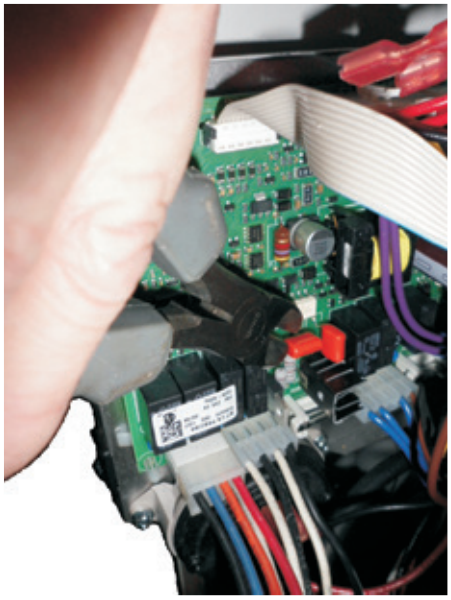

Figure 10
13. Use the side cutters to carefully cut the legs and remove the capacitor marked C15 from the control board. **See Figure 10.**
Be careful to remove ONLY the horizontal capacitor, marked C15, shown in Figure 10.